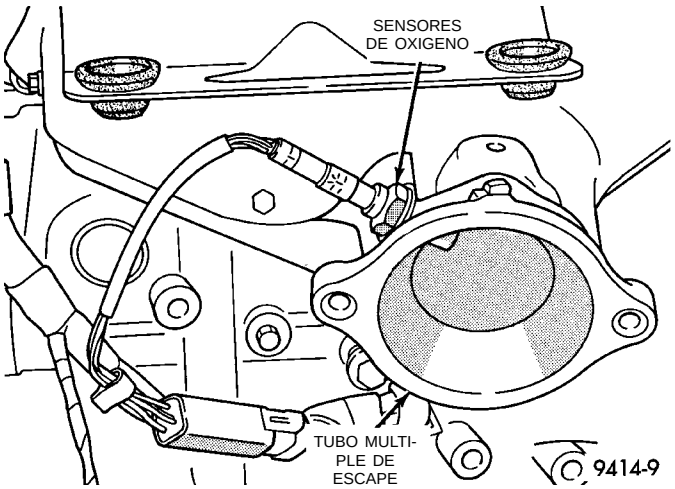
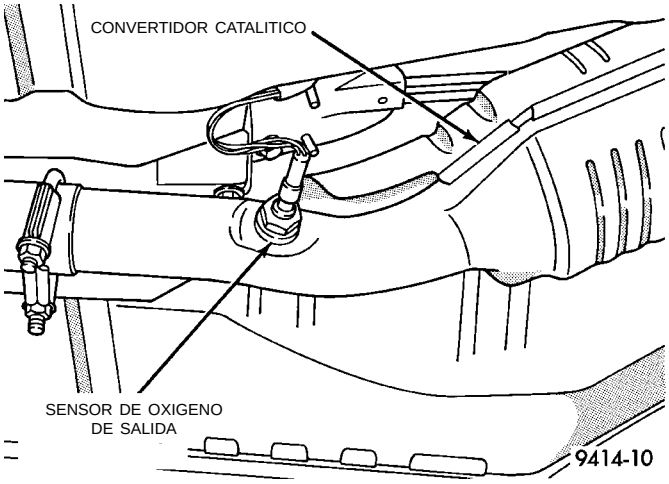

Fig. 49 Sensor de oxígeno calefaccionado de entrada
Fig. 50 Sensor de oxígeno calefaccionado de salida
(22) Inspeccione las conexiones eléctricas de los sensores de oxígeno calefaccionado de entrada y de salida (Fig. 49) y (Fig. 50).